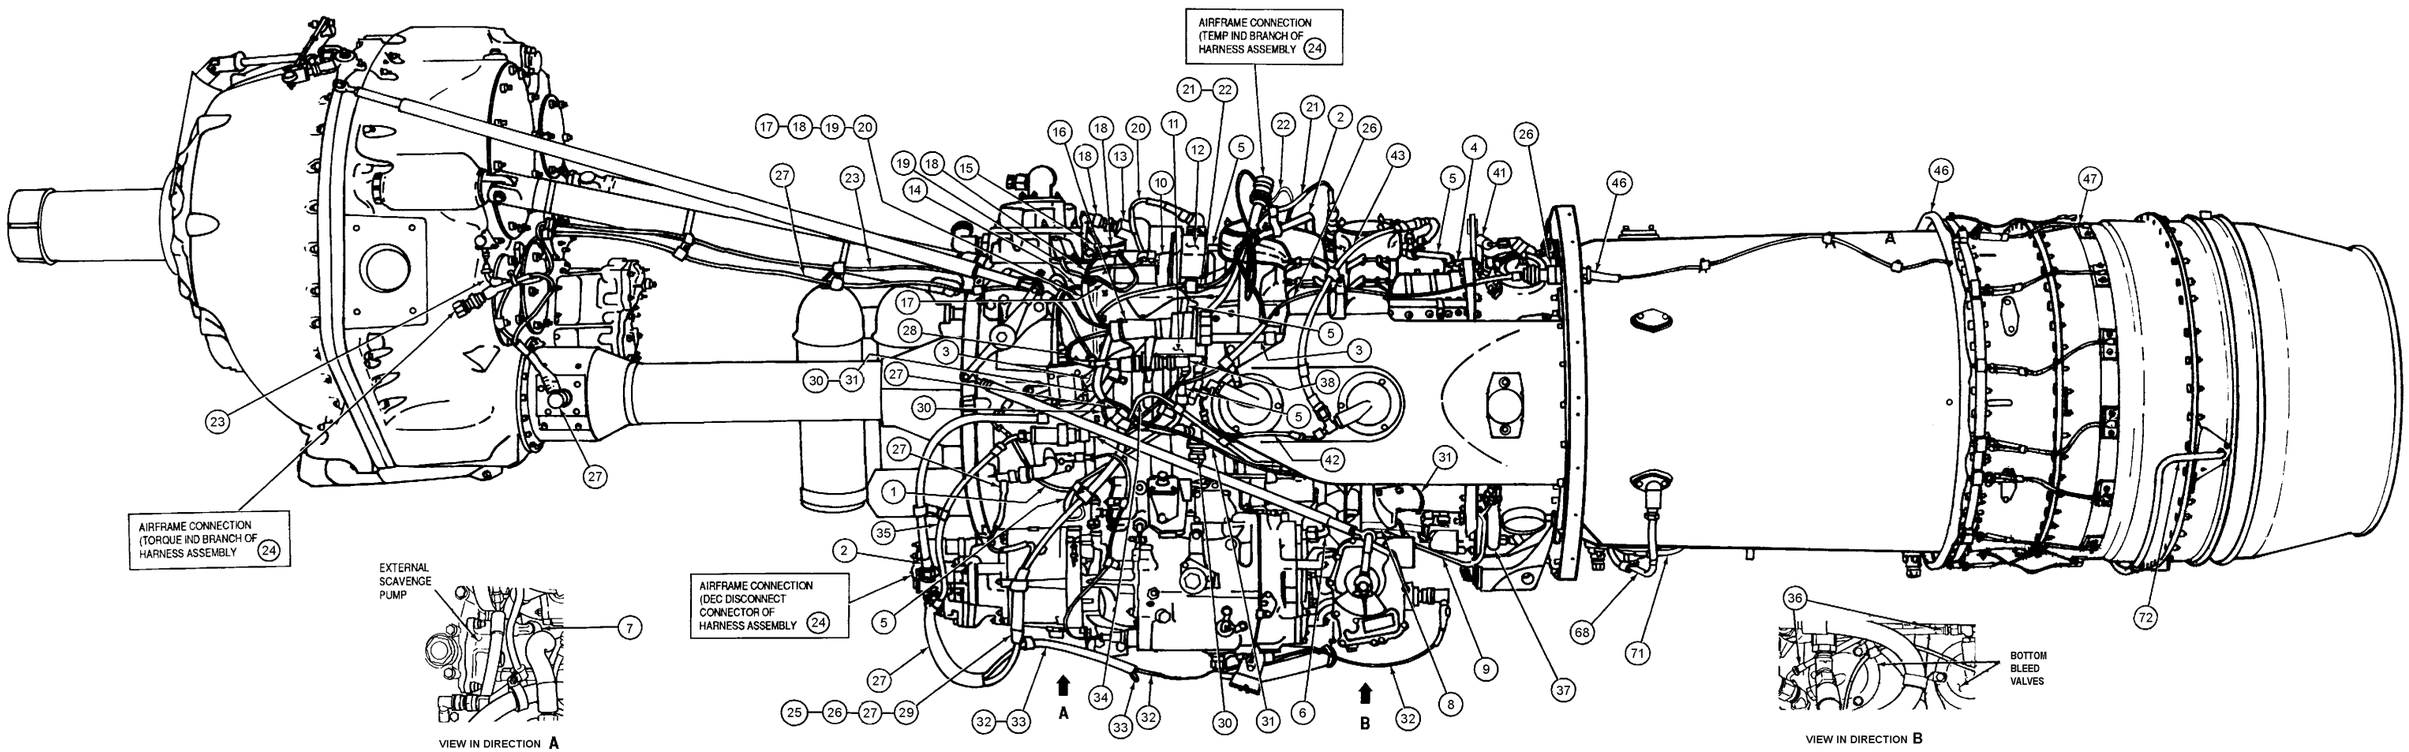

Figure 2. Engine Left Side View
50. SEQUENCE NUMBER FIGURES (Figures 2, 3 and 4). The sequence number figures are illustrations of the complete engine left side (figure 2), complete engine right side (figure 3) and partial engine bottom (figure 4). The bottom view does not include the reduction gear and torquemeter units; there are no installation and clamping requirements in this area of the units. Each figure legend contains only those sequence numbers called out in the illustration, therefore the numbers are not consecutive.
Legend to Figure 2
Legend to Figure 2 (contd)